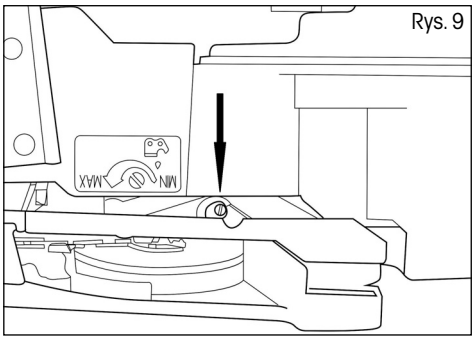

Rys. 9
- Przed rozpoczęciem pracy sprawdź smarowanie łańcucha oraz ilość oleju w zbiorniku pilarki. Włącz pilarkę i trzymaj ją ponad ziemią. Jeśli zauważysz powiększające się plamy od oleju, oznacza to, że smarowanie łańcucha nie przebiega prawidłowo. Jeśli na ziemi nie ma żadnych śladów oleju, ustaw stopień smarowania na spodzie pilarki (Rys. 9)